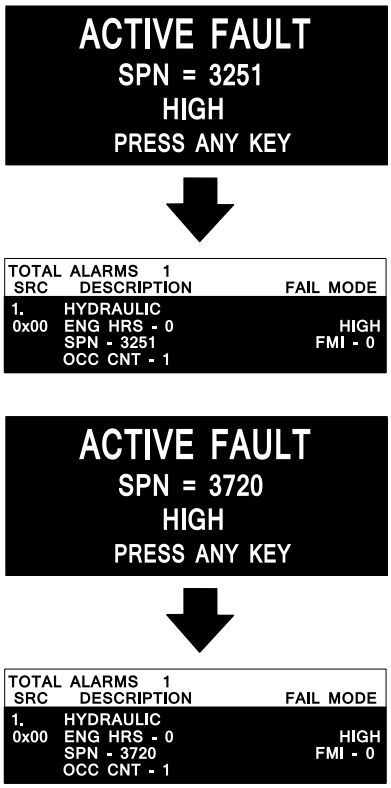

Bild 94
- Wenn der Motor ausfällt CHECK ENGINE SPN 3251 FMI 0, CHECK ENGINE SPN 3720 FMI 0, oder CHECK ENGINE SPN 3720 FMI 16im InfoCenter (Bild 94) im InfoCenter angezeigt werden, reinigen Sie den Rußfilter mit folgenden Schritten: